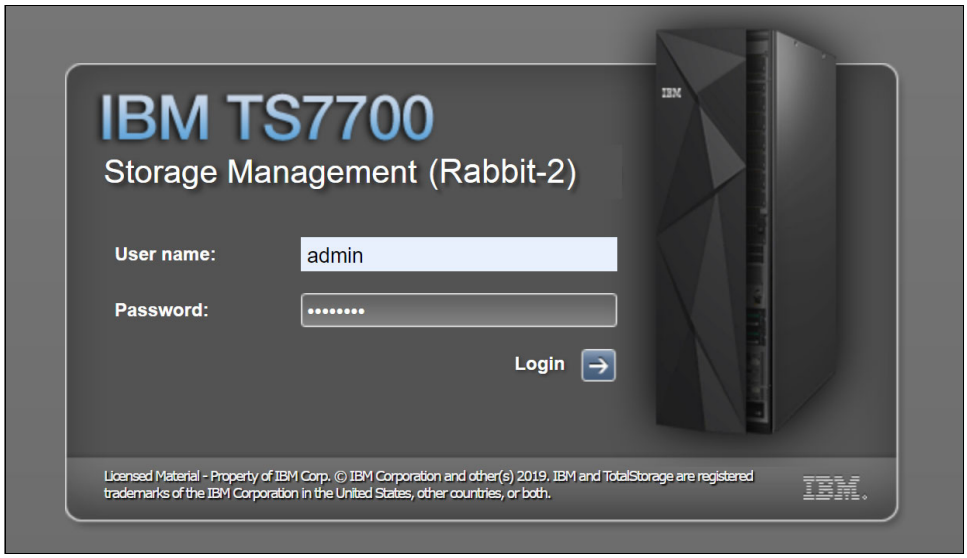

Figure 9-3 TS7700 MI login
4. The login page for the Management Interface loads, as shown in Figure 9-3. The default login name is `admin` and the default password is `admin`. Starting with R5.0, the first time that an administrator logs in to the MI, the application reports the password as expired and requests the user to change it.
Every user (regardless of the role) can reset their own expired password from the MI login page (as shown on Figure 9-3 on page 367) by entering the expired password and updating it. Previous versions of code did not allow the users to reset their own password without the admin user's help.